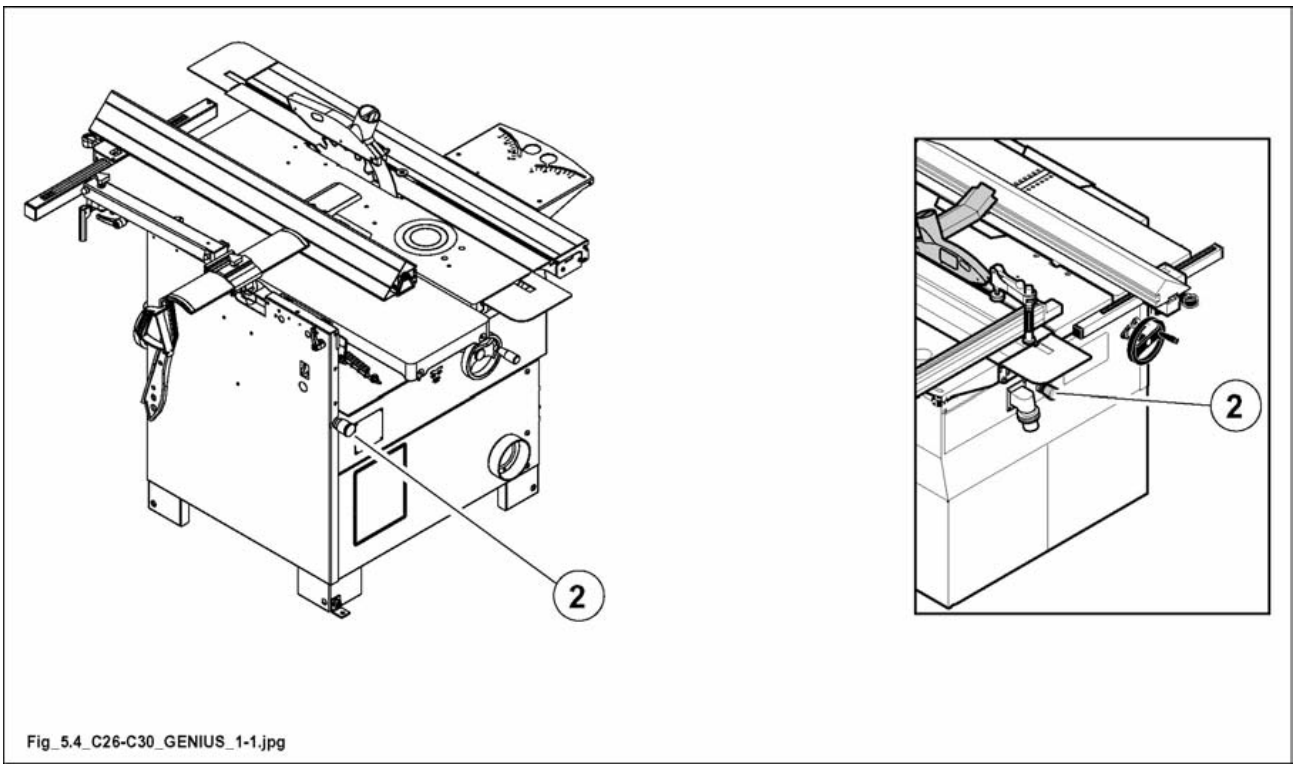

Fig. 5.4
- The emergency buttons (2 fig. 5.4) are in the right position (if necessary release them).